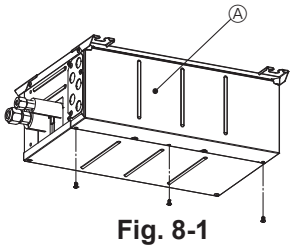
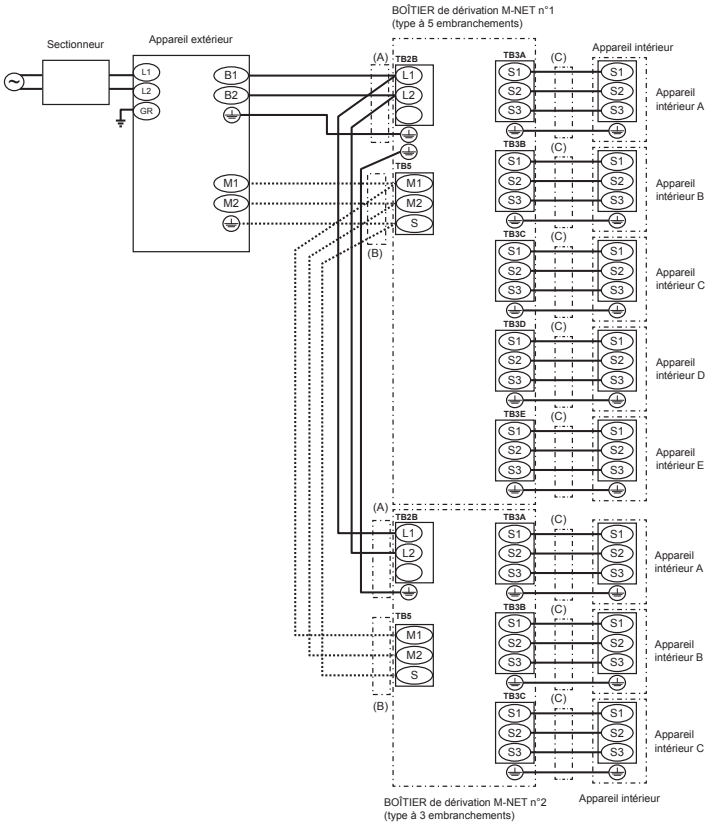

Fig. 8-1
Fig. 8-9
(1) Retirez le capot électrique. (Fig. 8-1)
(2) Retirez le capot de la tuyauterie.
(3) Passez le câblage dans le boîtier de dérivation via la plaque de tuyauterie et attachez-le à l'aide de la plaque de tuyauterie. (Reportez-vous à 8.1.)
(4) Raccordez fermement chaque fil sur le bornier approprié. (Fig. 8-9)
(5) Réglez les commutateurs DIP. (Reportez-vous à 8.3.)
(6) Remettez en place le capot électrique.
8.2. Procédure de câblage externe (Fig. 8-9)